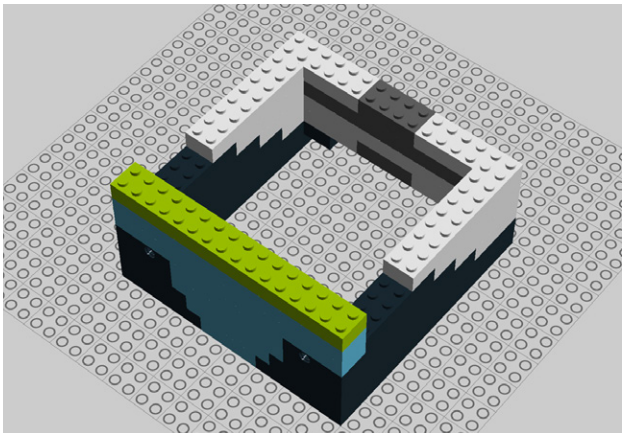

Figure 9-31. *Step 26: Adding another row of translucent bricks*
26. Time to another row of translucent bricks. Add two 2x2s and three 2x4s (Figure 9-31).